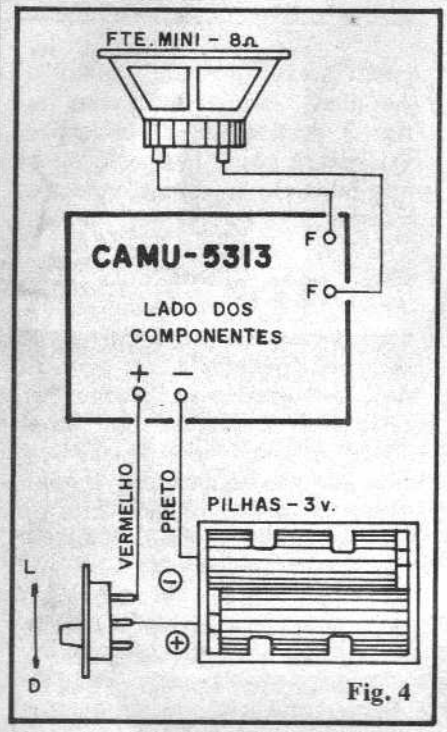

Fig. 4
– **FIG. 4** – CONEXÕES EXTERNAS À PLACA – Na figura a placa ainda é vista pelo lado dos componentes (não cobreado), enfatizando-se, porém, as conexões periféricas: as ilhas "F-F" destinam-se à ligação dos fios que vão ao alto-falante mini (impedância de 8 ohms). Os pontos "+" e "-" referem-se às conexões da alimentação, lembrando sempre que nos fios do suporte de pilhas, o **positivo** está codificado por um fio **vermelho** e o **negativo** por um fio **preto**. A chavinha interruptora (H-H mini) deve ser intercalada no fio do positivo (vermelho) da alimentação. Depois de tudo soldado e ligado, ainda **antes** de colocar as pilhas no suporte, o Leitor deve fazer uma cuidadosa verificação geral, conferindo valores, posições, condições dos pontos de solda, estado das pistas cobreadas etc. Lembrar sempre que o principal "inimigo" do montador principiante é o **excesso de auto-confiança**, tipo "eu tenho **certeza** de que fiz tudo certinho, portanto não preciso conferir nada...". NÃO confie nisso! Nem o